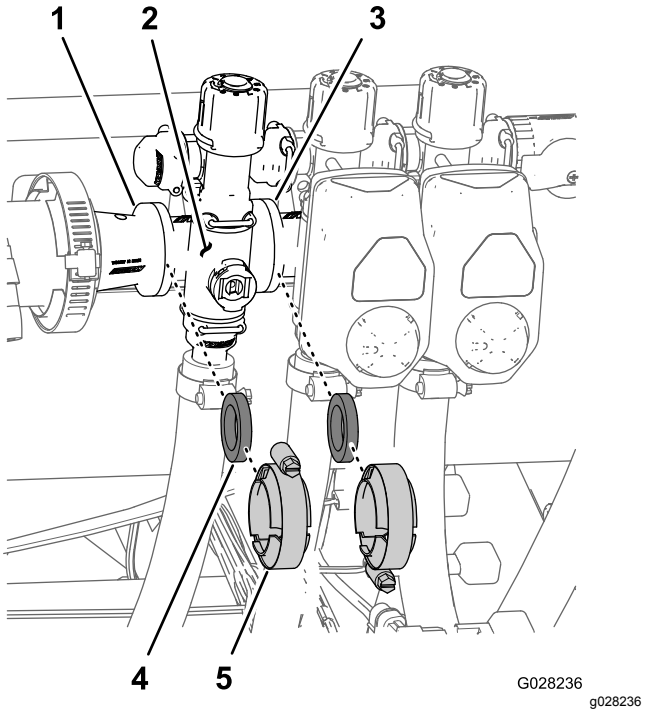

Figur 94
1. Ta bort klämmor och packningar som fäster sektionsventilens grenrör (Figur 94) på sektionsventilen intill (om det är vänster sektionsventil) och reducerkopplingen.